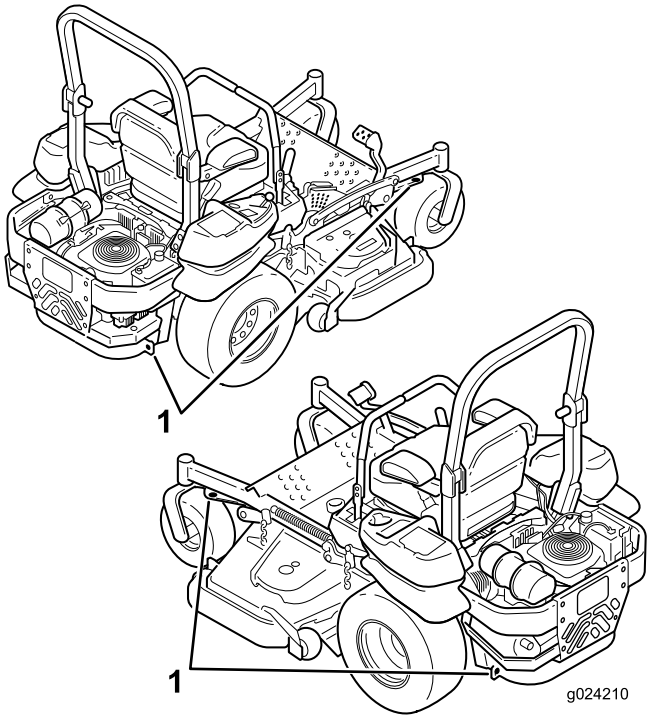

Figur 34
5. Brug metalstropperne på maskinen til at fastgøre maskinen til anhængeren eller lastbilen med stropper, kæder, kabler eller reb (Figur 34).